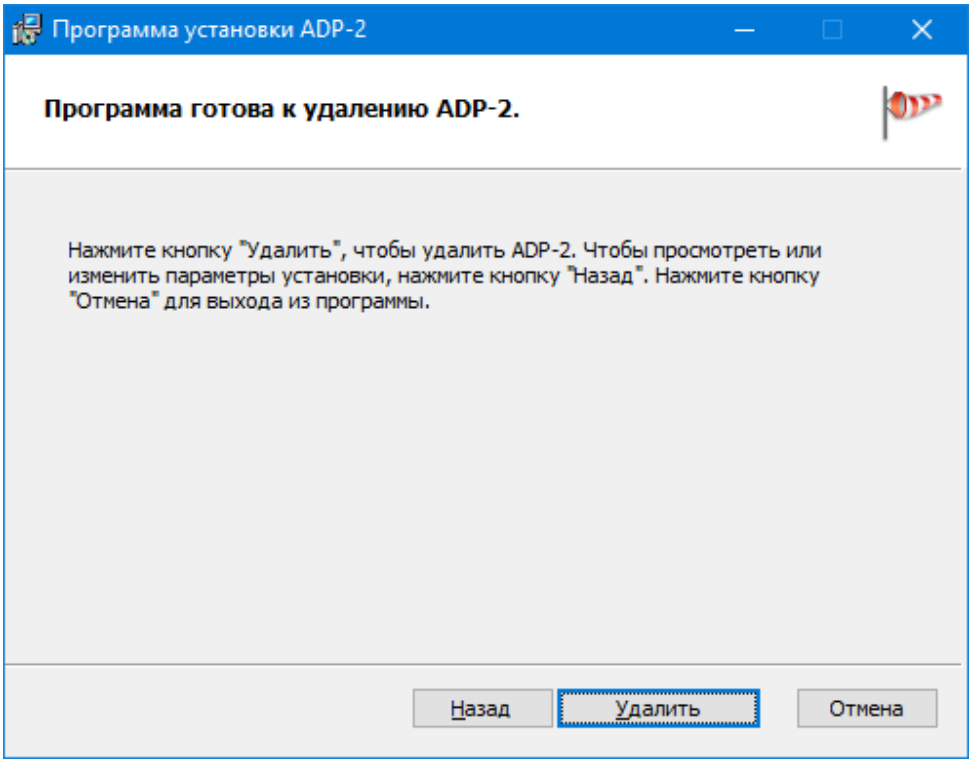

Рис. 2.10 – Подтверждение удаления программы
3. Подтверждение указанных настроек (рис. 2.10). Нажатие кнопки «Удалить» выполняет непосредственное удаление программы с компьютера.